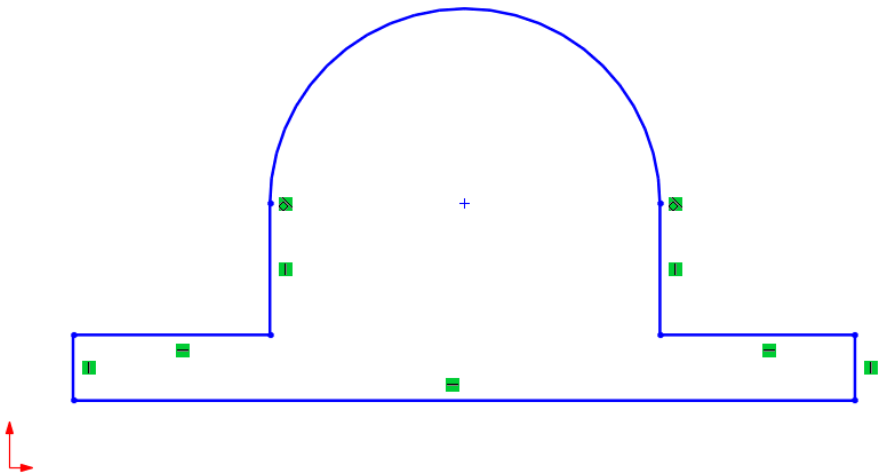

Figure 2-84 *Outer loop of the sketch*
14. Choose the **Zoom to Fit** tool from the **View (Heads-Up)** toolbar to fit the current sketch into the screen. The outer loop of the sketch is completed and is shown in Figure 2-84. Note that in this figure, the grid display and the **Shaded Sketch Contours** settings are turned off for better visibility.